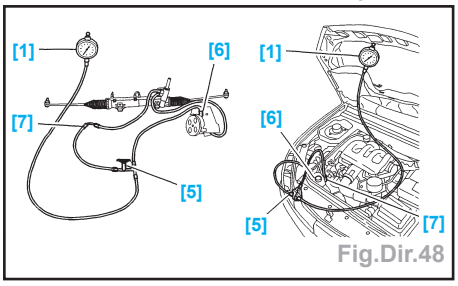

Fig.Dir.48
- Déposer la vis (2).
- Écarter le tuyau (1).
- Monter les raccords [6] et [7] (Fig.Dir.48).